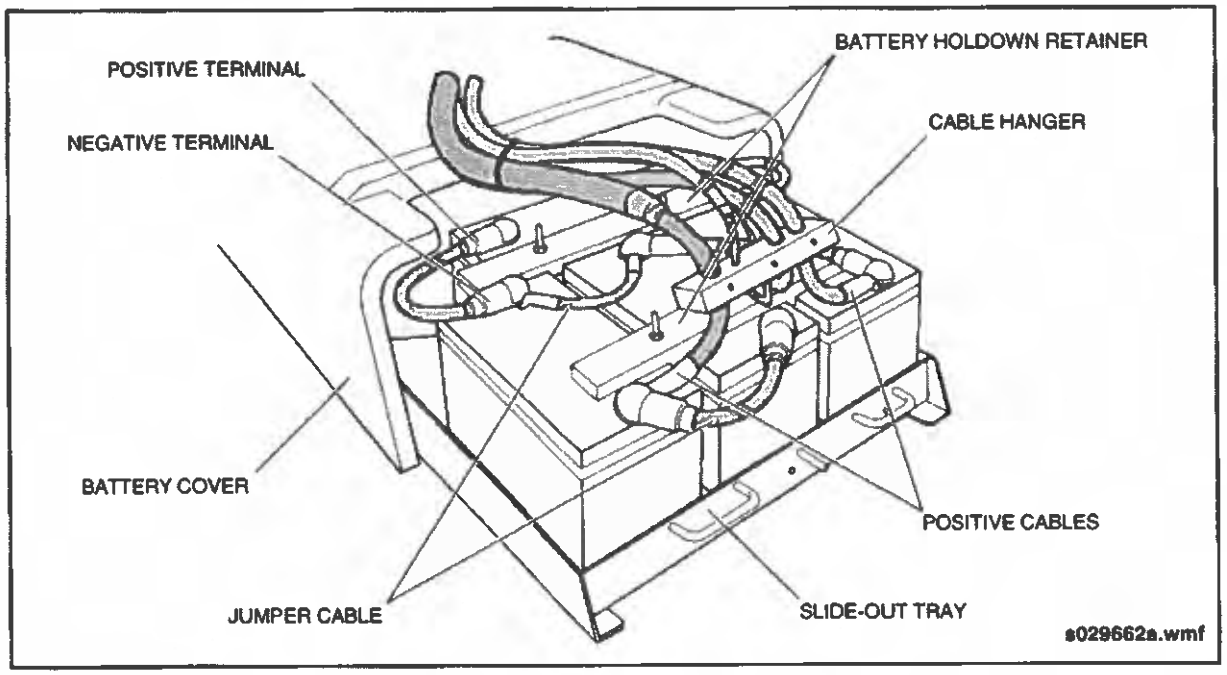

Fig. PM-17: Battery Tray
- ☐ Check external condition of battery and battery cables. Tighten hold-down nuts to prevent batteries from shaking but not so tight as to strain battery case. See "Fig. PM-17: Battery Tray" on page 34.